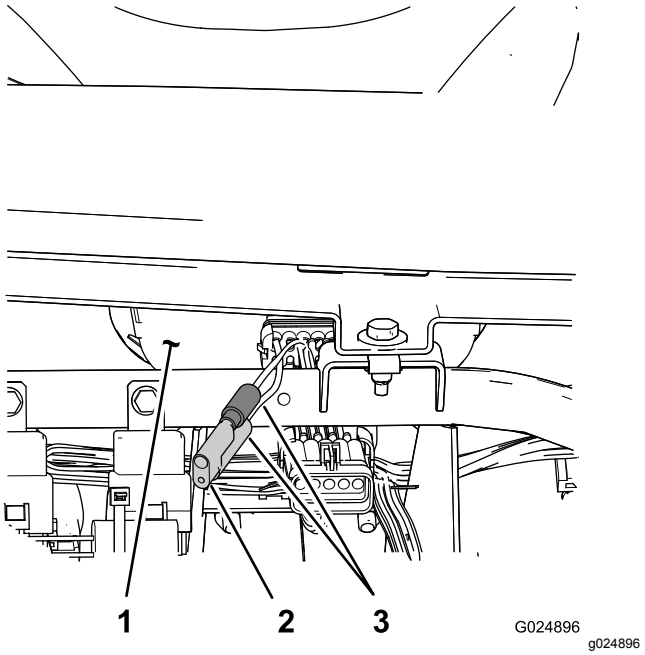

Figur 78
3. Find de to løse ledninger ved siden af speedometeret (Figur 78).
4. Fjern stikket fra ledningsnettet, og forbind ledningerne (Figur 78).